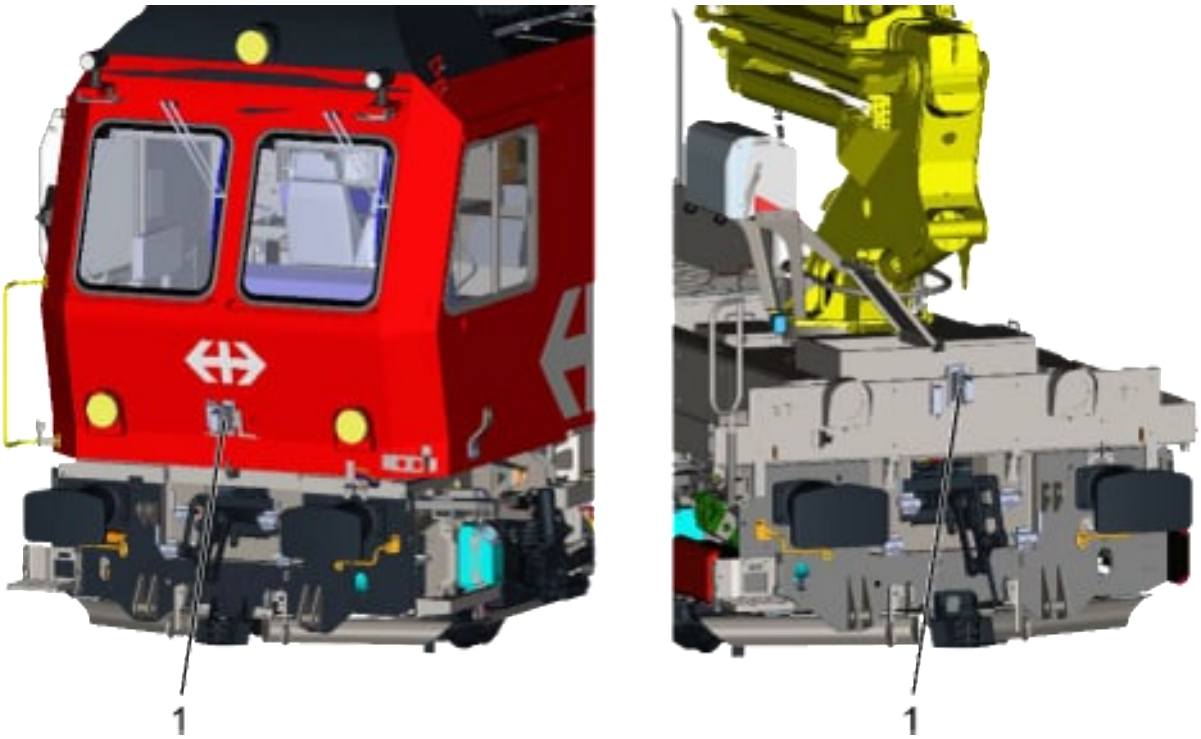

Fig. 122: Presa per comando multiplo
5. Staccare il connettore cieco dalla presa per il comando multiplo, cfr. Fig. 122 (1)
3. Applicare il connettore cieco alla presa per il comando multiplo, cfr. Fig. 122 (1)
- collegare la linea per il comando multiplo, cfr. Fig. 122